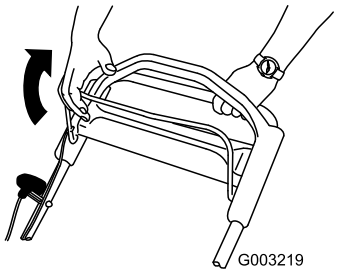

Figuur 19
2. Houd de bedieningsstang van het maaimes tegen de handgreep (Figuur 19).